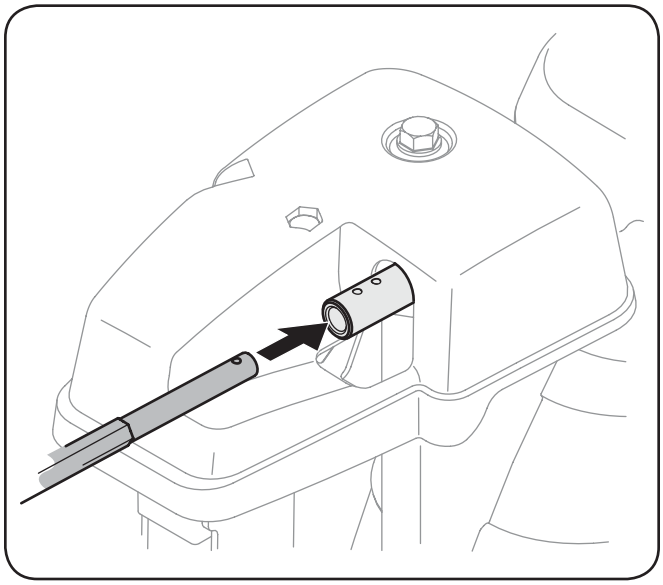

Fig. 3-4
2. Insérez l'extrémité ronde de la tige de commande de la goulotte (trou se dirigeant vers le haut) au fond dans la commande de la goulotte. Voir la Fig. 3-4.